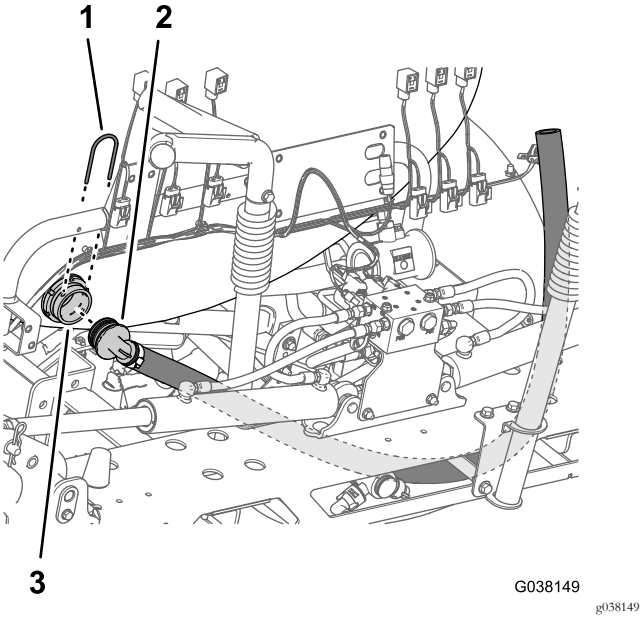

Figura 28
1. Retire o retentor que prende a união estriada de 90° do tubo de distribuição da secção para as válvulas de secção da rampa da união do anteparo na parte de trás do depósito do pulverizador (Figura 28).
2. Retire a união estriada de 90° da união do anteparo (Figura 28).